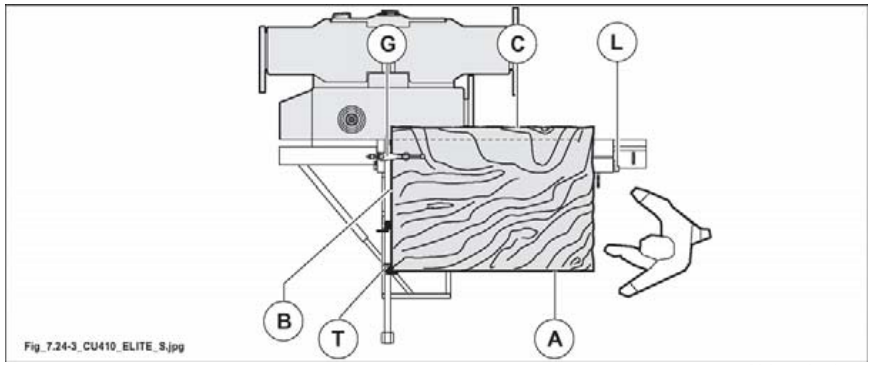

Abb. 7.24-3
- Schiebetisch ganz rechts verstellen (siehe Abb. 7.24-3) und Hebel (L Abb. 7.24-3) festklemmen.
- Platte um 90° wieder drehen, die besäumte Seite (B Abb. 7.24-3) gegen Alu-Lineal und Seite (A Abb. 7.24-3) gegen Anschlag (T Abb. 7.24-3) (der auf das gewünschte Schnittmass eingestellt ist) legen, Platte durch Spannarm (G Abb. 7.24-3) festspannen, Schnitt (C Abb. 7.24-3) vornehmen.